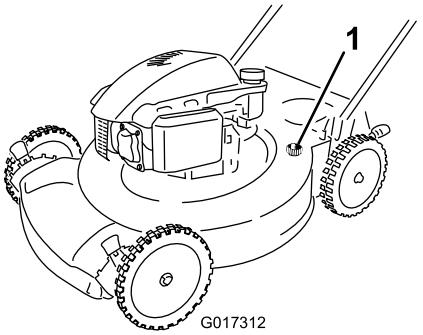

Figura 31
4. Introduzca una manguera de jardín conectada a un grifo en el orificio de lavado de la carcaza del cortacésped (Figura 31).